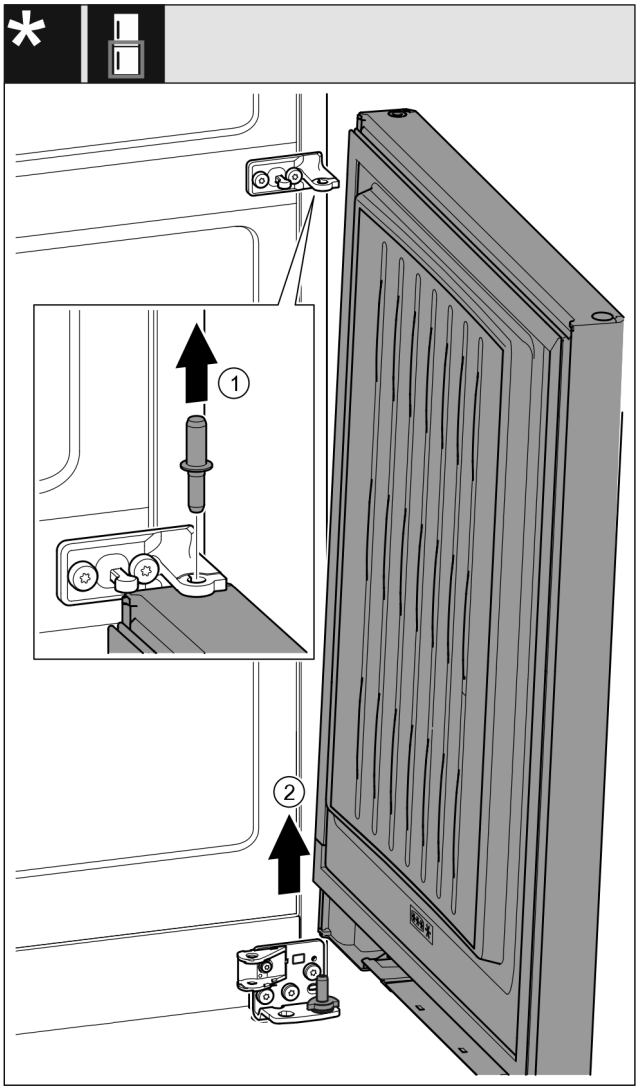

Fig. 22 Cu amortizor de închidere*
▶ Extrageți în sus bolțul *Fig. 22 (1)*.*
▶ Pivotați ușa *Fig. 22 (2)* în exterior, trageți în sus și așezați-o în lateral.*